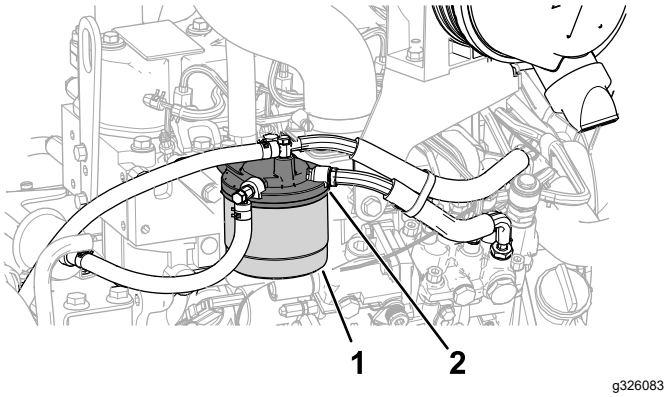

Figur 57
1. Rengör området kring bränslefilterhuvudet (Figur 57).
2. Demontera filtret och rengör filterhuvudets monteringsyta (Figur 57).